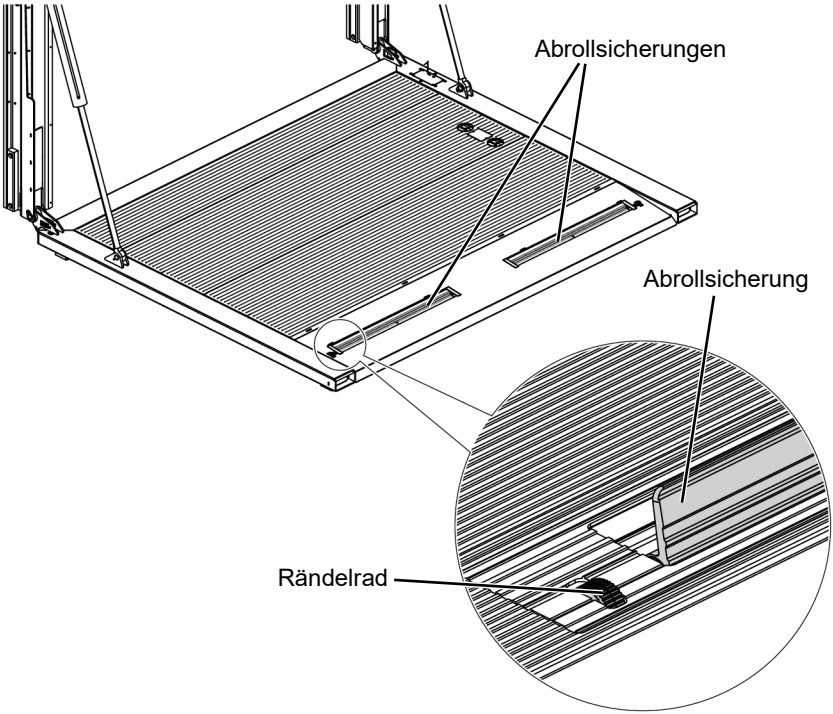

Abbildung 21: Abrollsicherung
► Betätigen Sie das Rändelrad neben einer Abrollsicherung mit dem Fuß, um die Abrollsicherung aufzustellen (siehe Abbildung 21).